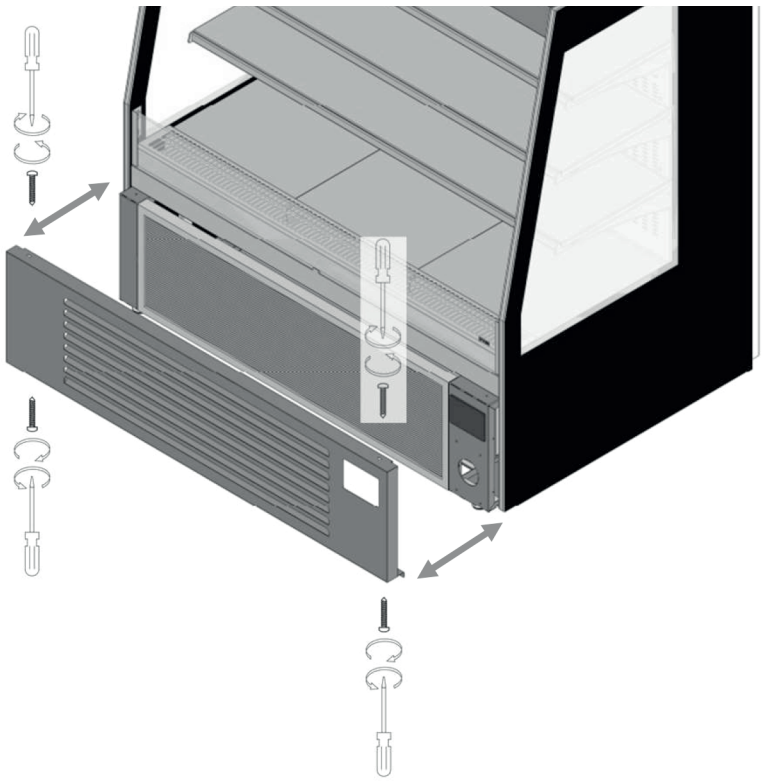

fig. 20
- Pour accéder aux parties internes de l'équipement et effectuer un nettoyage adéquat, il est possible d'enlever la couverture avant en retirant les vis de fixation situées sur la partie supérieure et inférieure de la couverture (fig. 20).